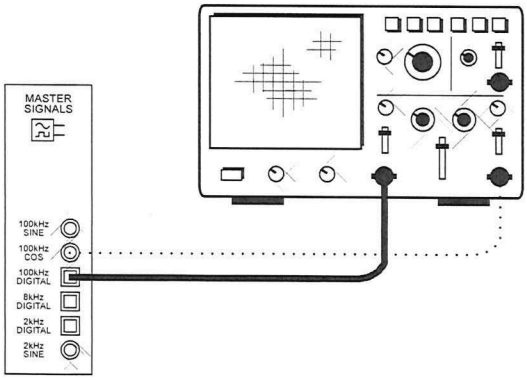

Figure 7
18. Modify the set-up as shown in Figure 7 below.